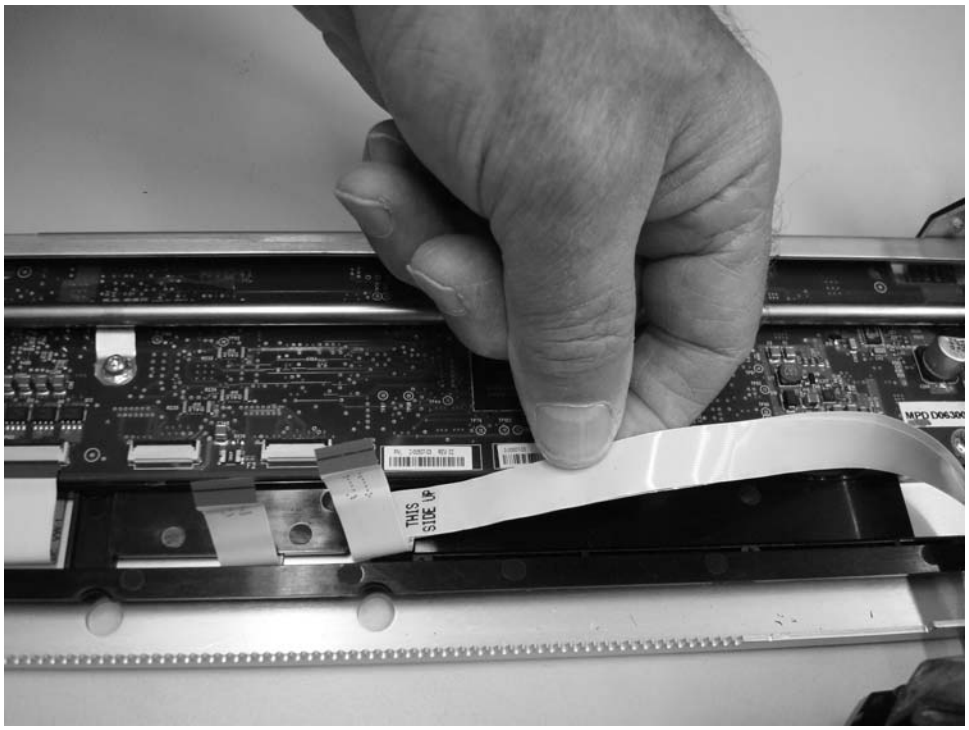

Figure 7-95. Slide the cables under the plastic guide
a. Slide the cables under the plastic guide (see Figure 7-95 on page 7-87).